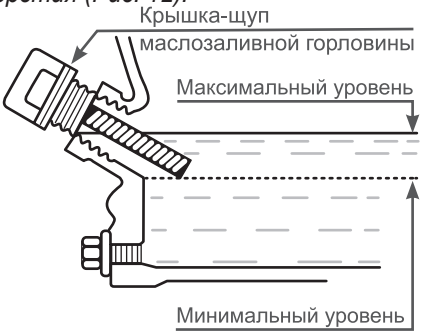

Рис. 12 Проверка уровня масла в картере
Максимальный уровень масла в картере соответствует нижней кромке заливного отверстия (Рис. 12).
7. При недостаточном уровне масла в картере необходимо долить чистое масло до верхней отметки на щупе, что соответствует нижней кромке заливного отверстия (Рис. 12).